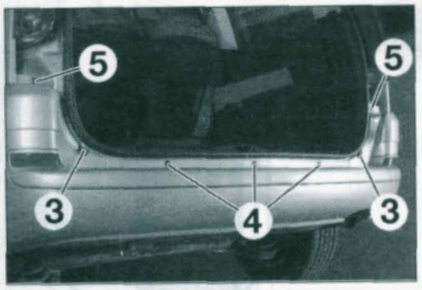

FIGURE 11-18
• Retirer les butées (3) puis déposer les vis derrière celles-ci **(figure 11-18)**.
• Déposer les vis de fixation supérieures (4) du bouclier **(figure 11-18)**.
• Déposer les vis de fixation (5) **(figure 11-18)**.